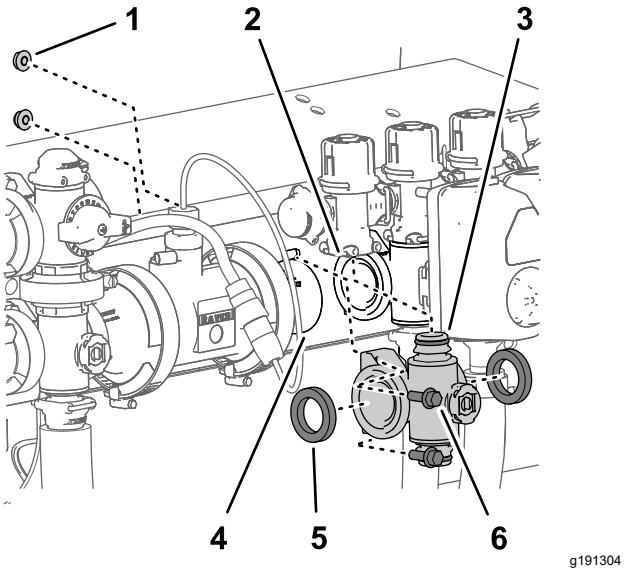

Figure 129
4. For left or right section-valve manifolds, remove the 2 flange-head bolts (1/4 x 3/4 inch) and 2 flange locknuts (1/4 inch) that secure the section-valve manifold to the valve support (Figure 129).
5. Move the section-valve manifold and gaskets down to clear the section-bypass valve and then away from the machine (Figure 129).